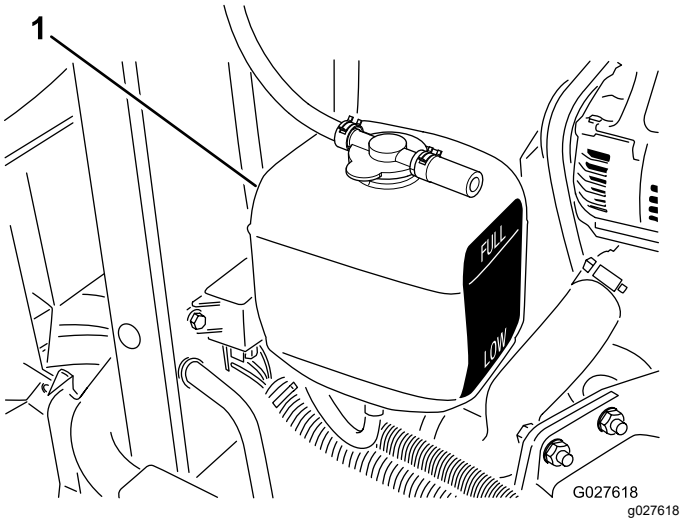

Figur 77
3. Kontrollera kylvätskenivån i expansionstanken (Figur 77).